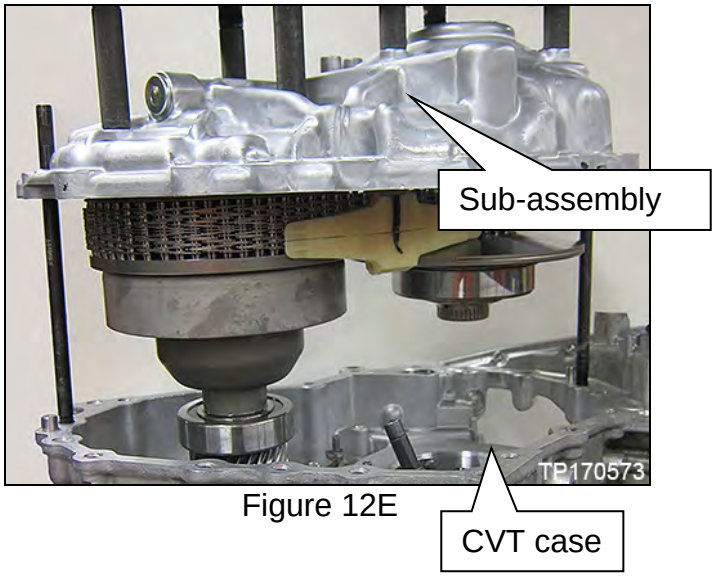

Figure 12E
11. Raise the lifting fixture to remove the "side cover with pulleys and chain sub-assembly" (sub-assembly) from the CVT case (Figure 12E) and set aside.